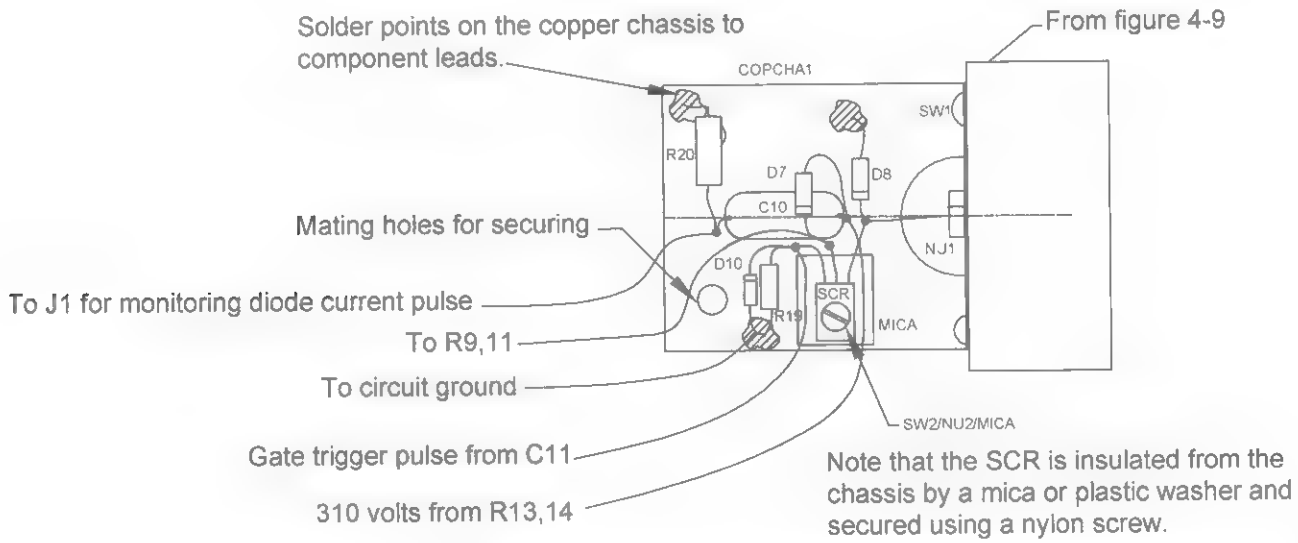

Figure 4-8 *Fabricate the laser holder*
9. Assemble the laser chassis, as shown in Figure 4-8. This section takes advantage of the ground plane effect of using the copper for